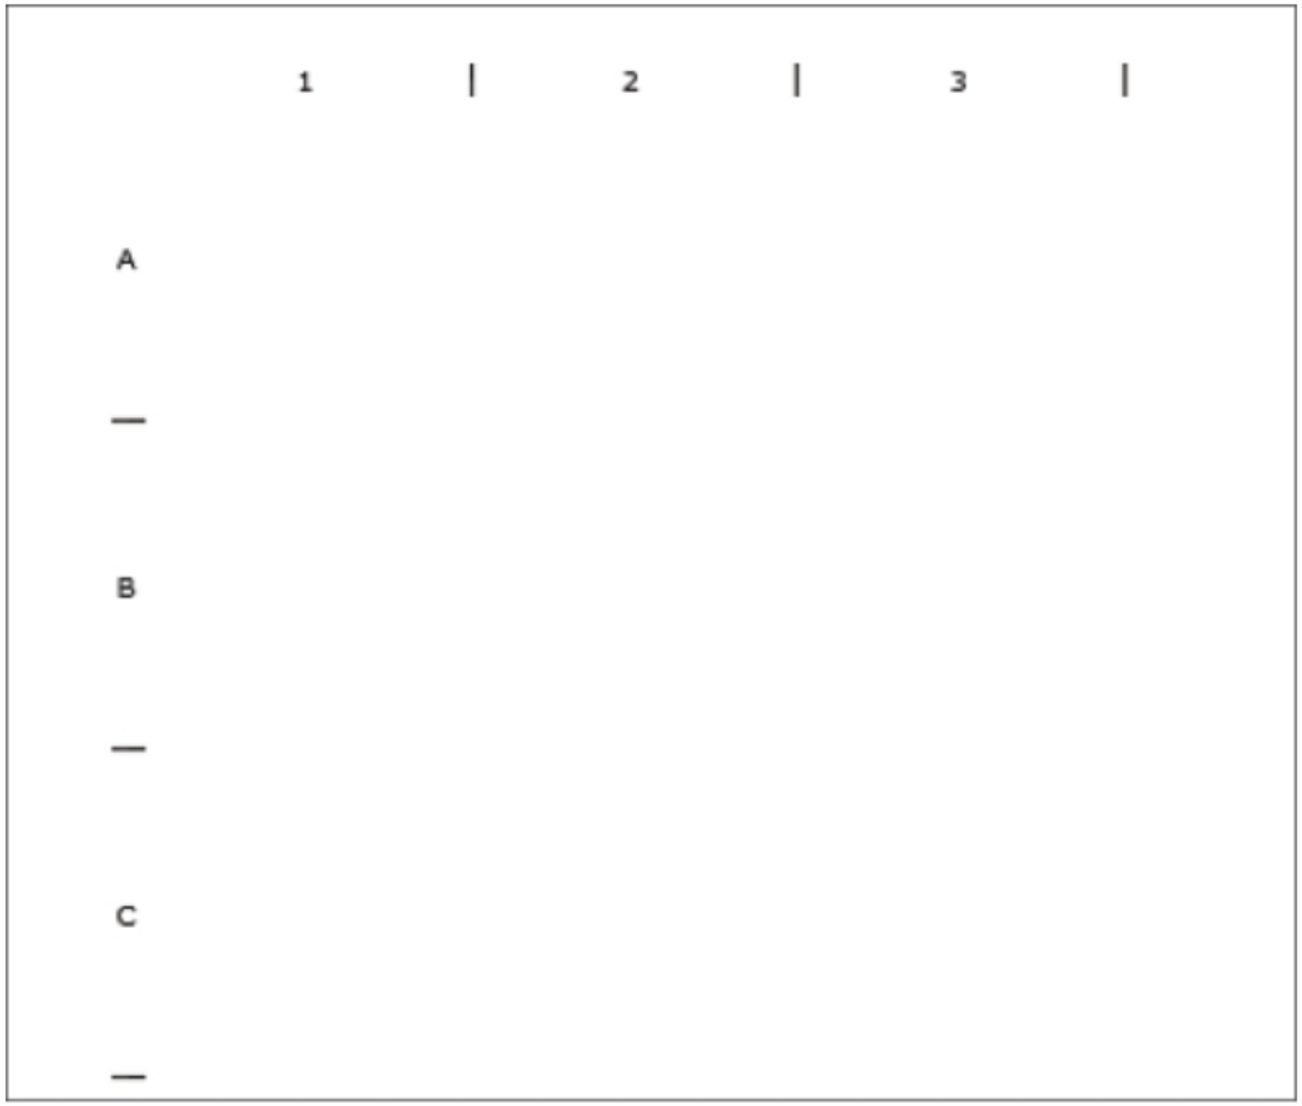

Figure-20. Grid created
- Click on the **OK** button from the dialog box. The grid will be created; refer to Figure-20. Note that the grid created is for reference purpose. Using this grid, you can precisely place the components in the drawing.